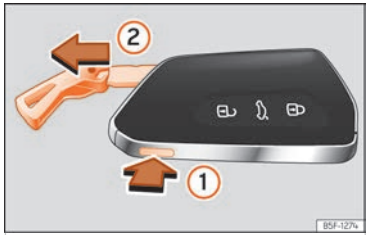

Fig. 69 Clau del vehicle: extreure l'espasí.
- Premeu el botó ››› fig. 69 ① per fer sortir l'argolla a manera de clauer i poder extreure l'espasí ②. Si premeu lleugerament sobre l'argolla, aquesta es quedarà fixa a manera de clauer.
- Premeu el botó ››› fig. 69 ① per desbloquejar. Premeu el botó ① i al mateix temps estireu l'argolla en la direcció de la fletxa ››› fig. 69 ② per extreure completament l'espasí.